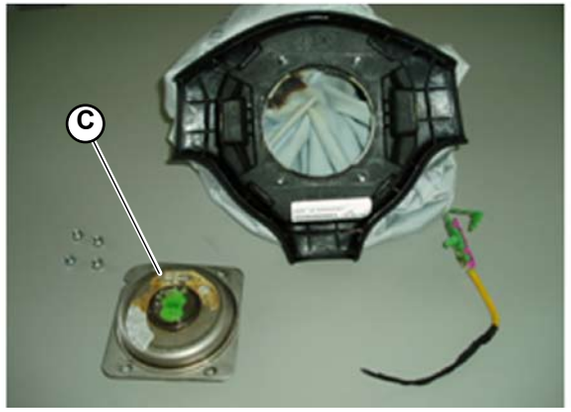

Fig.3
3. Detach the inflator from the airbag (**C-Fig.3**).